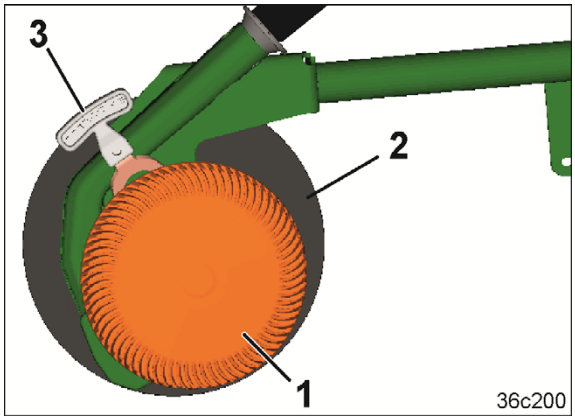

Fig. 53
Die Flachsäscheibe (Fig. 53/1) und die Reinigungsscheibe (siehe unten) dienen
- zur Reinigung der Rückseite der Stahlscheibe (Fig. 53/2).
Zur Begrenzung der Saatgut-Ablagetiefe können die Scharscheiben 3-fach verstellt werden. Der Handgriff (Fig. 53/3) dient zur Betätigung.
Die Flachsäscheibe (Fig. 53/1) ermöglicht flache Saaten auch mit erhöhtem Schardruck auf sehr leichten Böden.